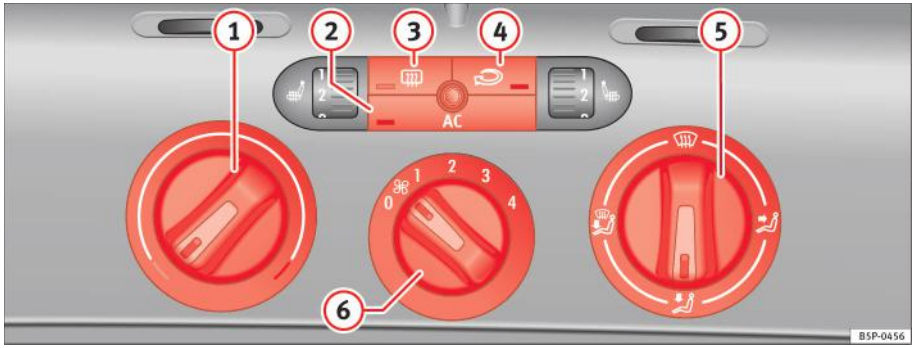

Fig. 126 Pe planşa de bord: Butoanele sistemului de climatizare Climatic
– Rotiţi selectorul de temperatură ⇒ fig. 126 (1) în sens orar pentru alegerea temperaturii dorite.